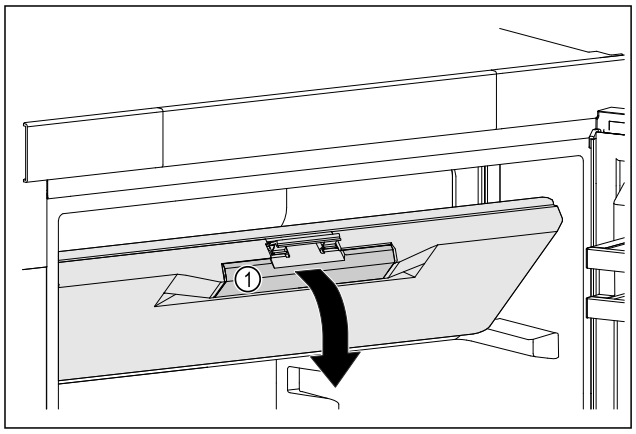

Fig. 46
▶ Satveriet saldētavas nodalījuma durvis aiz rokturu padziļinājuma *Fig. 46 (1)*.